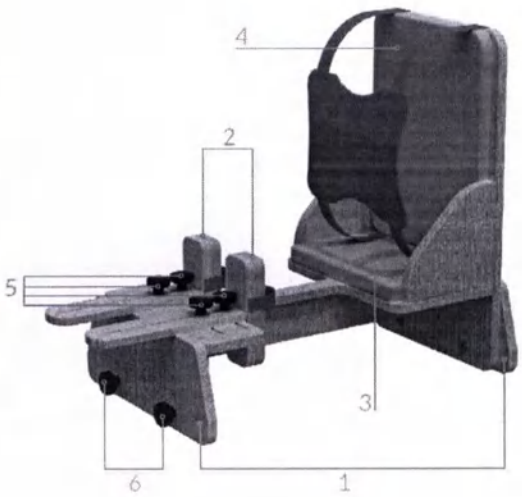

Рис. 2 – Общий вид опоры
Опора (рис. 2) состоит из стоек (1), к которым крепятся коленоупоры (2) и сиденье (3) со спинкой (4).
Коленоупоры (рис. 2)